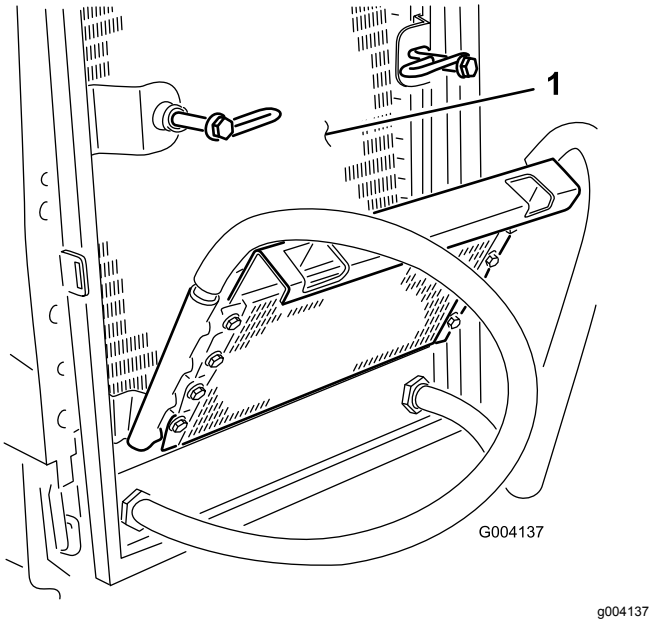

Figur 62
6. Rengör noga på båda sidor om oljekylaren och kylaren (Figur 62) med tryckluft.